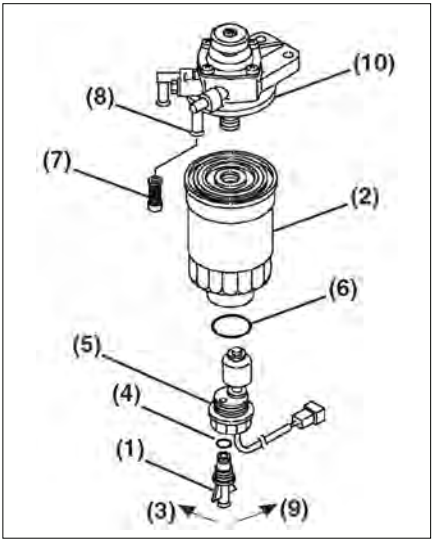

Figure 5-15
5. Carefully open the drain plug **(Figure 5-15, (1))** to drain fuel from the fuel filter.
7. Remove the drain plug **(Figure 5-15, (1))** from the fuel filter **(Figure 5-15, (2))** by turning it to the left **(Figure 5-15, (3)).**
8. Check the condition of the drain plug O-ring **(Figure 5-15, (4)).** Replace the O-ring if damaged.
10. Remove the fuel filter sensor assembly **(Figure 5-15, (5))** by turning it to the left **(Figure 5-15, (3)).**
11. Carefully remove the in-line fuel filter **(Figure 5-15, (7))** from the output nipple **(Figure 5-15, (8))** that goes to the fuel injection pump.
13. Carefully install the new in-line fuel **filter (Figure 5-15, (7))** into the output nipple **(Figure 5-15, (8)).**
14. Carefully install the fuel filter sensor assembly **(Figure 5-15, (5))** in the new fuel filter using the new O-ring supplied with the fuel filter **(Figure 5-15, (2))** by turning the fuel filter sensor assembly to the right **(Figure 5-15, (9))**.
15. Install the drain plug **(Figure 5-15, (1))** on the new fuel filter **(Figure 5-15, (3))** by turning the drain plug to the right **(Figure 5-15, (8))**. Hand tighten only.
16. Clean the fuel filter mounting surface **(Figure 5-15, (10))** and apply a small amount of diesel fuel to the gasket of the new filter.